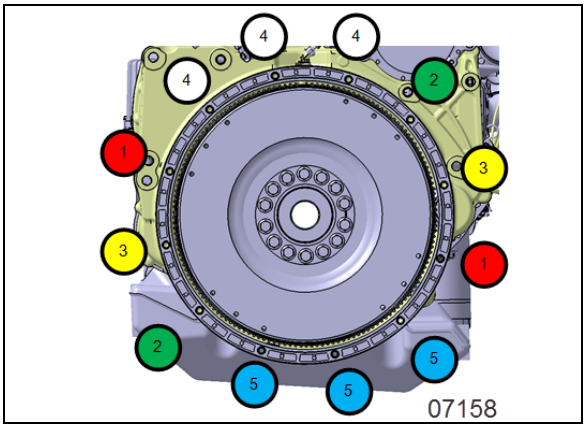

**FIGURE 13: CRISS CROSS PATTERN**
11. Tighten them gradually in a criss-cross sequence as shown in Figure 13. Apply the following torque value: